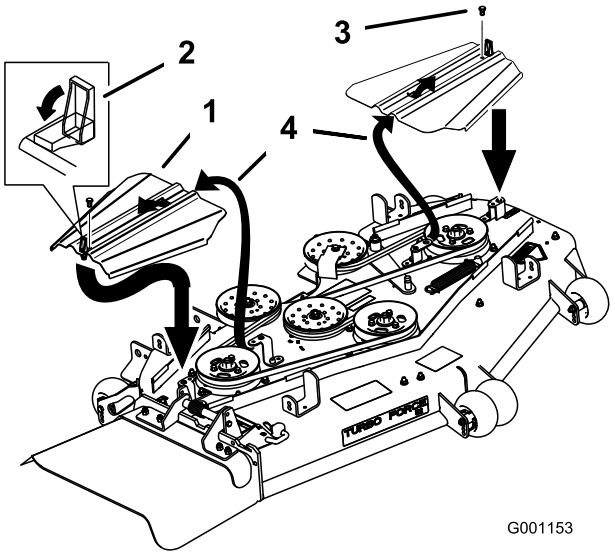

Figur 56
3. Fjern boltene som holder remmens deksler på plass og fjern dekslene (Figur 56).
9. Monter remdekselen ved å føre dekselet inn på tappen, montere boltene og låse det (Figur 56).